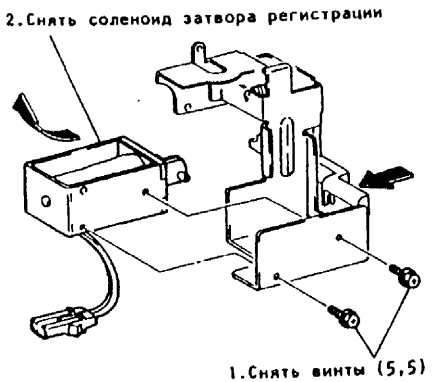

Рис.2. Снятие соленоида затвора регистрации
4. (Рис.2): Снять соленоид затвора регистрации.